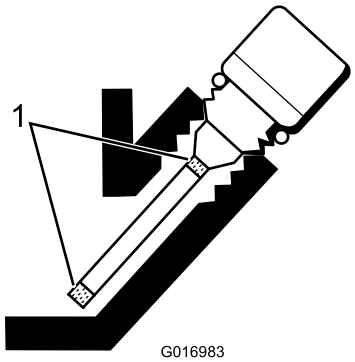

Figur 23
5. Tillsätt olja så att nivån ligger mellan markeringarna på stickan om oljenivån är låg (Figur 23). **Fyll inte på för mycket.**